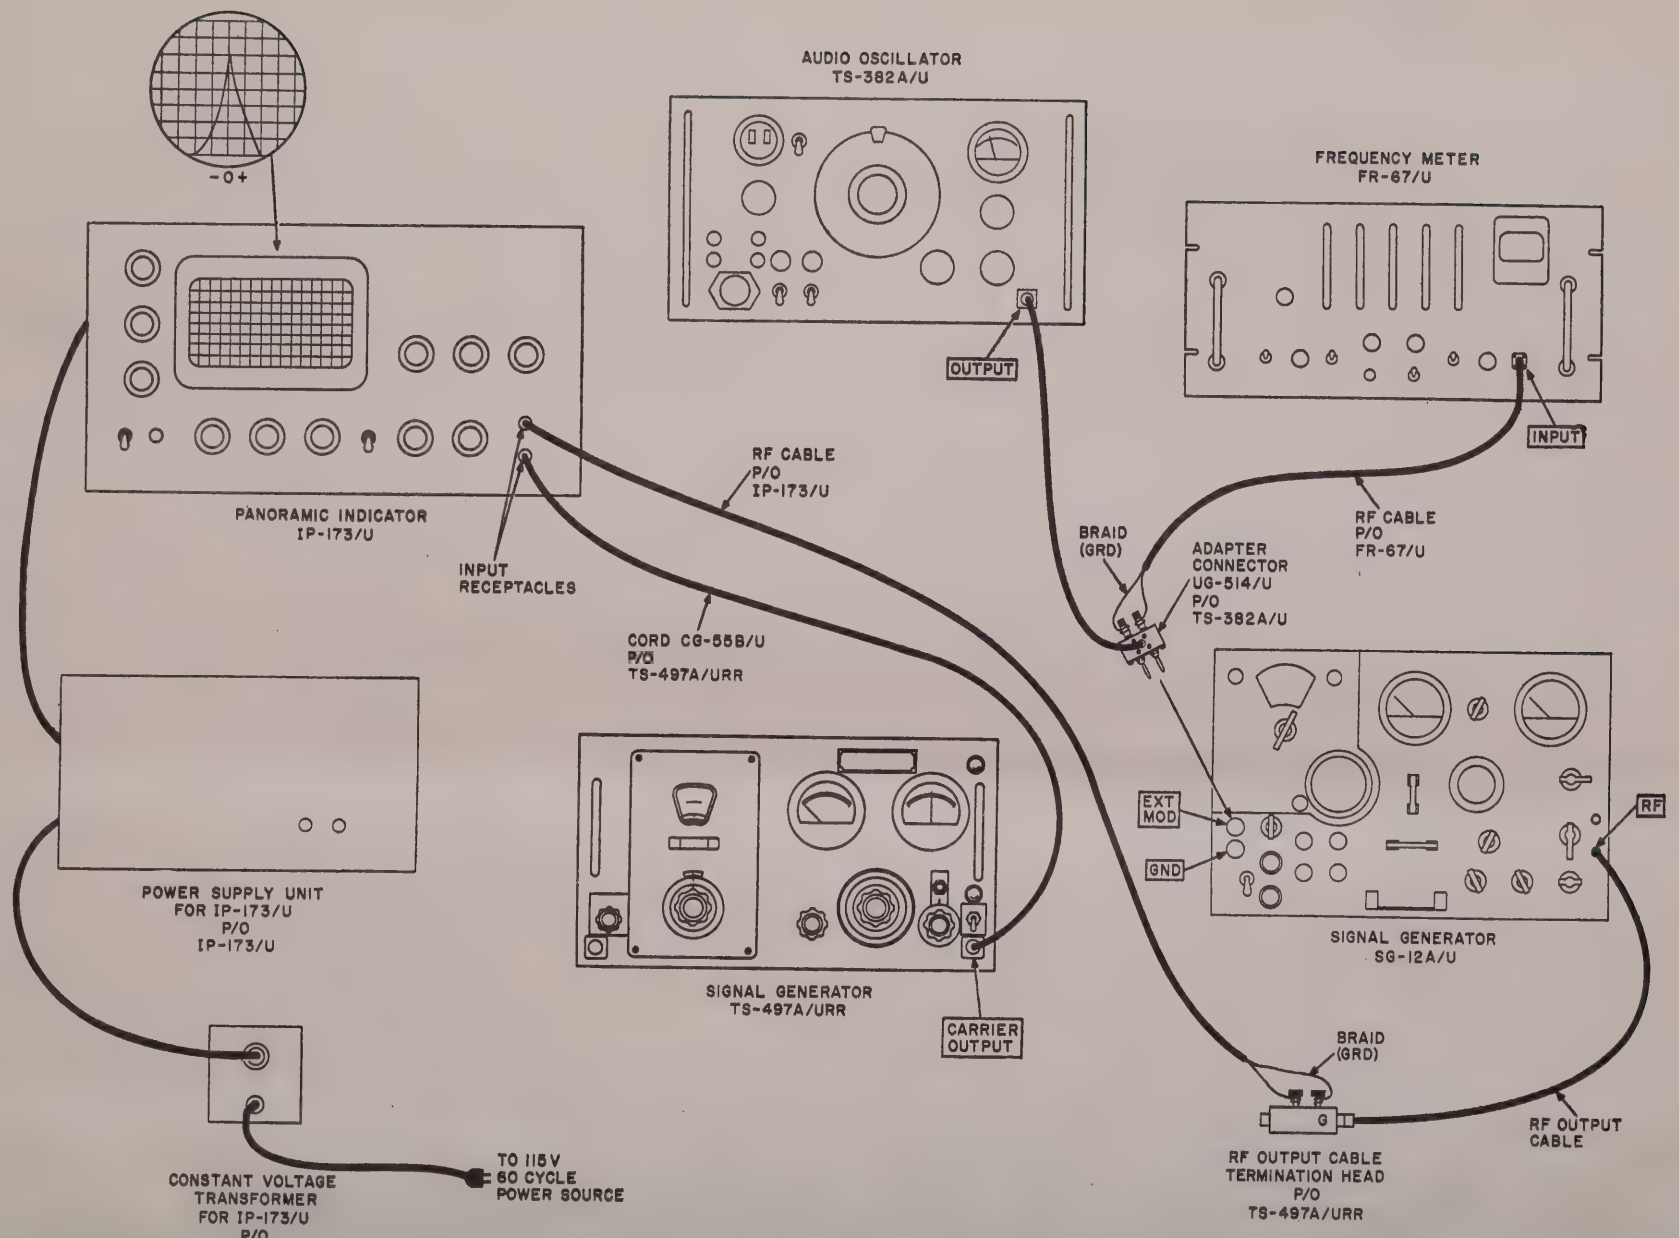

Figure 43.4. Frequency deviation test.
b. Test Connections and Conditions. Connect the equipment as shown in figure 43.4.